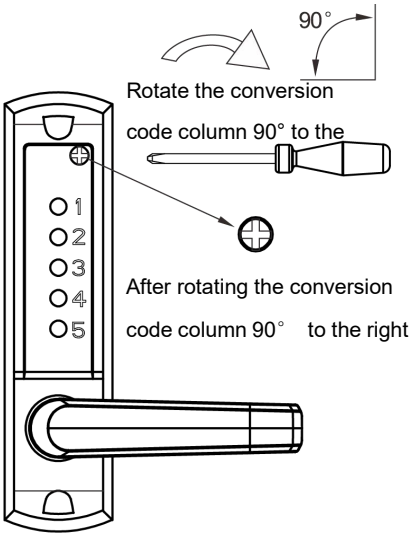
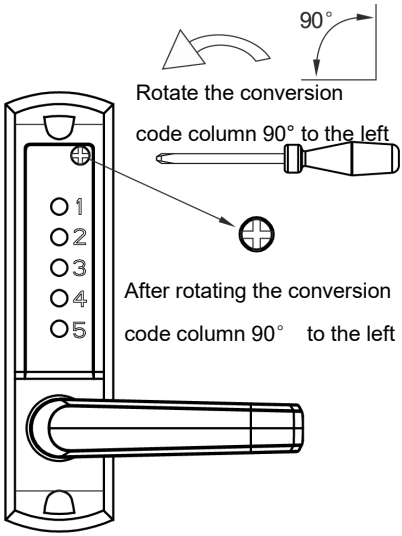

FIG1
FIG2
3) Saisissez le mot de passe d'origine 123 ou l'ancien mot de passe, puis utilisez un tournevis pour faire pivoter la colonne de code de 90 degrés vers la droite, et enfin, soulevez la poignée pour effacer l'ancien mot de passe (voir figure 1). Saisissez le nouveau mot de passe souhaité, puis utilisez un tournevis cruciforme pour faire pivoter la colonne de code de 90 degrés vers la gauche, et enfin, appuyez sur la poignée pour terminer la configuration (voir figure 2).